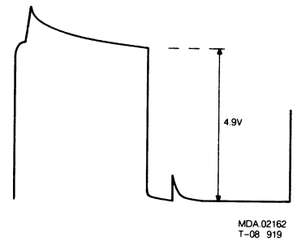

Fig. 1
- Adjust 3196 for a voltage of 4.9 V. See fig. 1.
- Regel met 3196 de spanning af op 4.9V. Zie fig. 1.
- A l'aide de 3196, ajuster la tension à 4,9V.Voir fig.1.
- Mit 3196 die Spannung auf 4,9 V regeln. Siehe Bild 1.